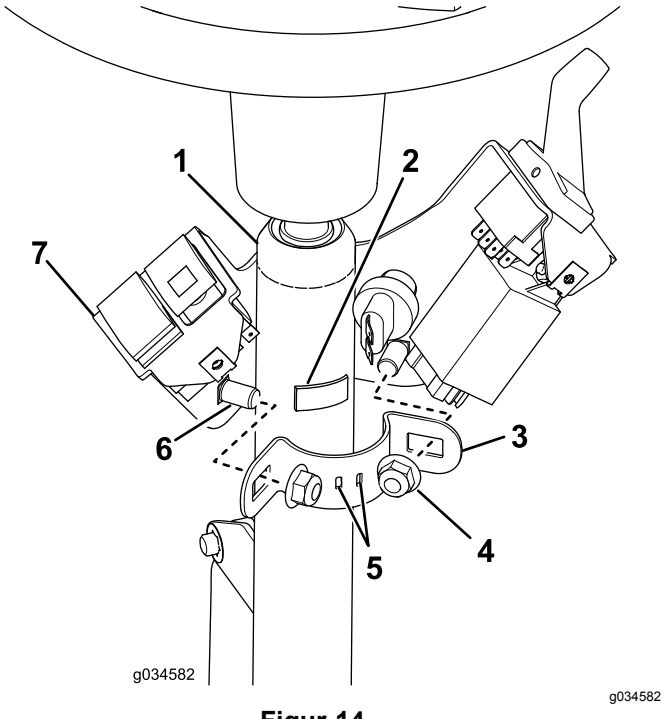

Figur 14
1. Montera skumtejpen på styrkolonnen i enlighet med Figur 14.
3. Montera styrkolonnens fäste på styrkolonnen med monteringsfästet, två vagnsskruvar och två flänsmuttrar (Figur 14).